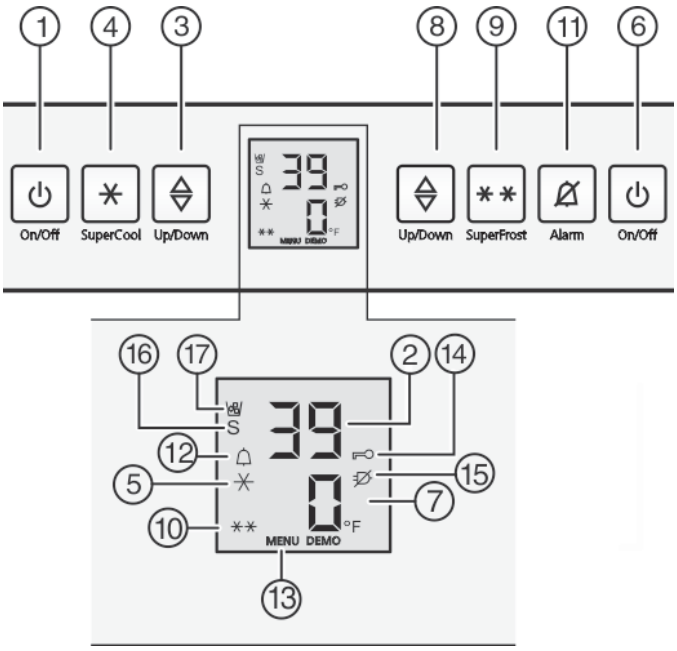

Fig. 3
▶ Press the Freezer compartment On/Off button *Fig. 3 (6)*.
▶ Press the Fridge compartment On/Off button *Fig. 3 (1)*
▶ Activate setting mode: Press SuperFrost button *Fig. 3 (9)* for about 5 seconds.
▷ The Menu symbol *Fig. 3 (13)* lights up.
▶ Use the Set freezer compartment button *Fig. 3 (8)* to select °.
▶ To confirm: Briefly press SuperFrost button *Fig. 3 (9)*.
▶ Select °F oder °C with the Freezer compartment set button *Fig. 3 (8)*.
▶ To exit setting mode: Press Freezer compartment On/Off button *Fig. 3 (6)*.
▶ To activate setting mode: Press and hold the SuperFrost button *Fig. 3 (9)* for approx. 5 seconds.
▷ In the display, the Menu Symbol *Fig. 3 (13)* is displayed.
▶ Use the Set freezer compartment button *Fig. 3 (8)* to select **c**.
▶ Confirm briefly by pressing the SuperFrost button *Fig. 3 (9)*.
▷ The Child Safety symbol *Fig. 3 (14)* lights up on the display.
▶ Press the freezer compartment On/Off button *Fig. 3 (6)* briefly.
▶ Press Alarm button *Fig. 3 (11)*.